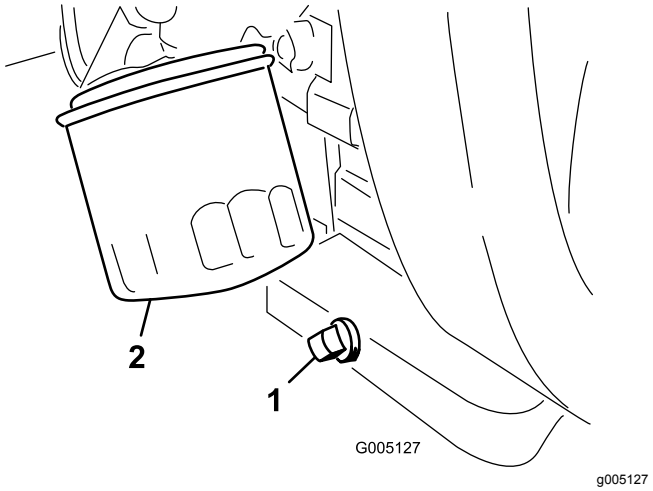

Figur 33
1. Fjern aftapningsproppen (Figur 33), og lad olien flyde over i aftapningsbeholderen.
2. Rengør gevindene på aftapningsproppen, påfør PTFE-forseglingsmiddel, og sæt aftapningsproppen på plads (Figur 33).
3. Fjern oliefilteret (Figur 33).